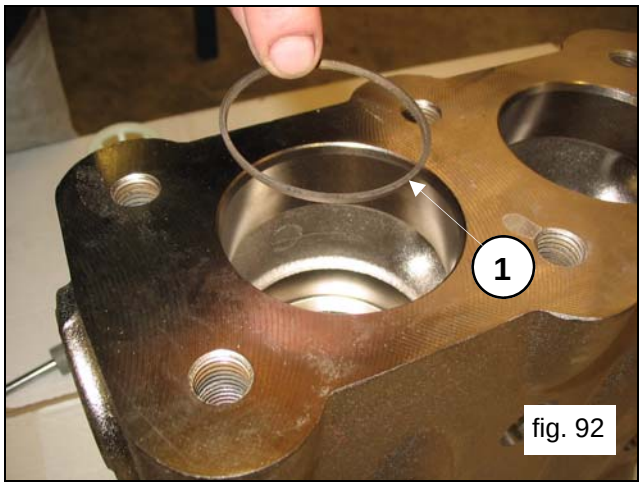

fig. 92
Insert the anti-extrusion ring, exploded view position n.4 (pos.①, fig.92).